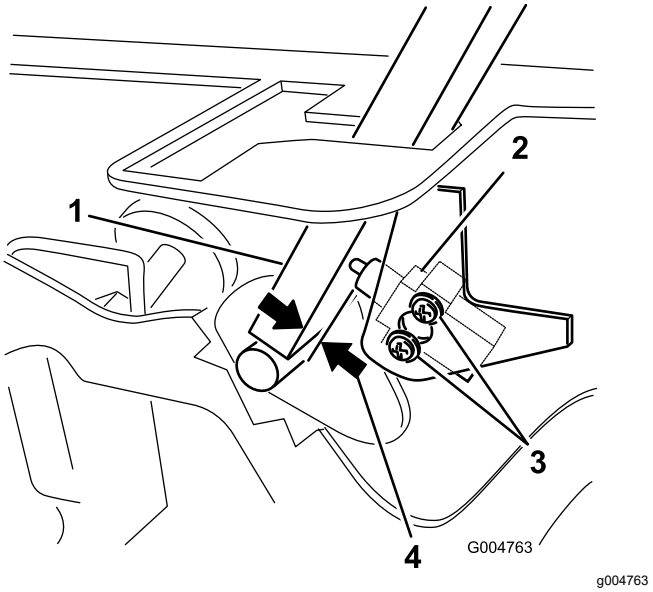

Figuur 48
3. Draai de 2 schroeven los waarmee de interlockschakelaar is vastgezet (Figuur 48).
4. Houd de rijhendel tegen het frame en beweeg de schakelaar in de richting van de hendel totdat de afstand tussen de hendel en de schakelaarbehuizing 0,4 tot 1 mm is; zie (Figuur 48).